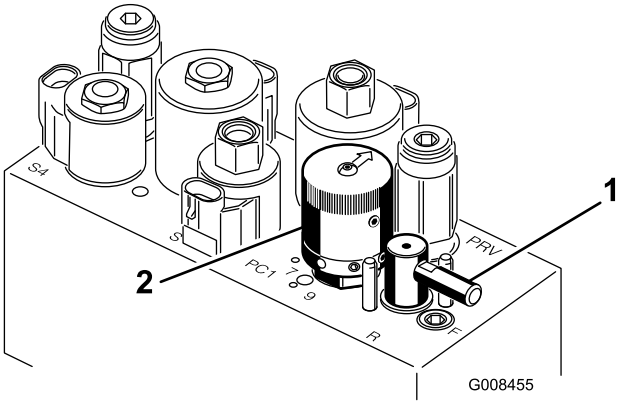

**Figur 49**
5. Vrid slipningsspaken till läget ”R” (Figur 49).
6. Vrid cylinderhastighetsreglaget till inställningen 1 (Figur 49).